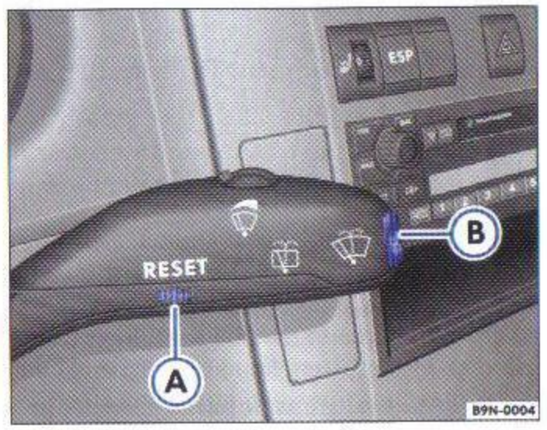

Fig. 5 Manetă pentru acţionarea ştergătoarelor: Tasta A şi butonul basculant B
– Apăsaţi butonul basculant ⇒ fig. 5 Ⓑ din maneta de acţionare a ştergătoarelor de parbriz mai mult de două secunde, pentru ca pe display să se afişeze meniul principal.
– Când contactul este pus, apăsaţi scurt tasta RESET ⇒ pagina 11, fig. 5" Ⓐ din maneta ştergătoarelor de parbriz, pentru a face trecerea de la o memorie la alta.
În indicatorul multifuncţional (MFA) puteţi selecta, prin acţionarea tastei basculante ⇒ pagina 11, fig. 5" Ⓑ din maneta ştergătoarelor, următoarele afişaje:
Se afişează valori cuprinse între -40° C şi +50° C. La temperaturi exterioare între -7° C şi +4° C, pe lângă valoarea temperaturii exterioare apare şi "simbolul unui cristal de gheaţă" (avertizare polei). Acest simbol clipeşte mai întâi 5 secunde după care rămâne aprins până când acţionaţi butonul basculant ⇒ pagina 11, fig. 5" Ⓑ sau până când temperatura creşte peste +4° C sau scade sub -7° C.
După zece secunde, sau după acţionarea butonului basculant ⇒ pagina 11, fig. 5" ⓑ mesajele se vor dezactiva şi vor fi înmagazinate la punctul "Statutul autovehiculului". Când în meniul principal clipeşte punctul "Statutul autovehiculului", există cel puţin un mesaj.